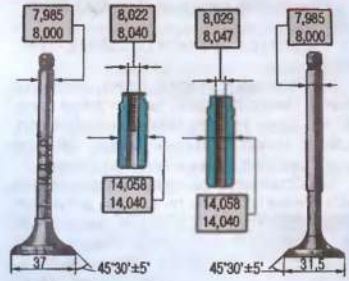

Рис. 2.7. Размеры клапанов и их направляющих втулок
7. Измерьте диаметр отверстия в направляющих втулках, определите расчетом зазор между стержнями клапанов и втулками (рис. 2.7).